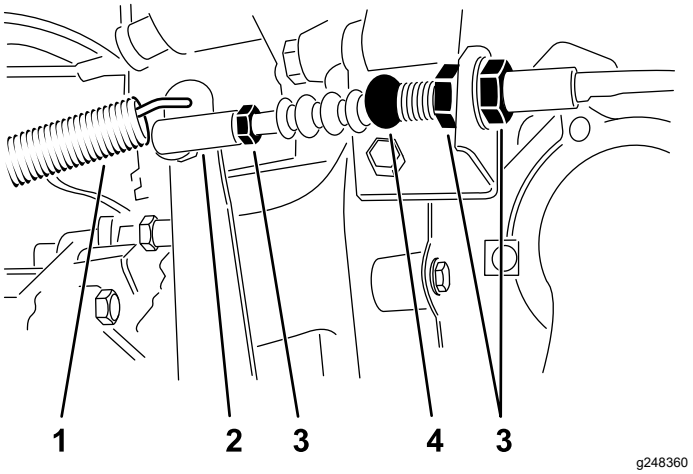

図 64
1. クラッチケーブルをベルハウジング上のブラケットに固定しているジャムナットをゆるめる図 64。